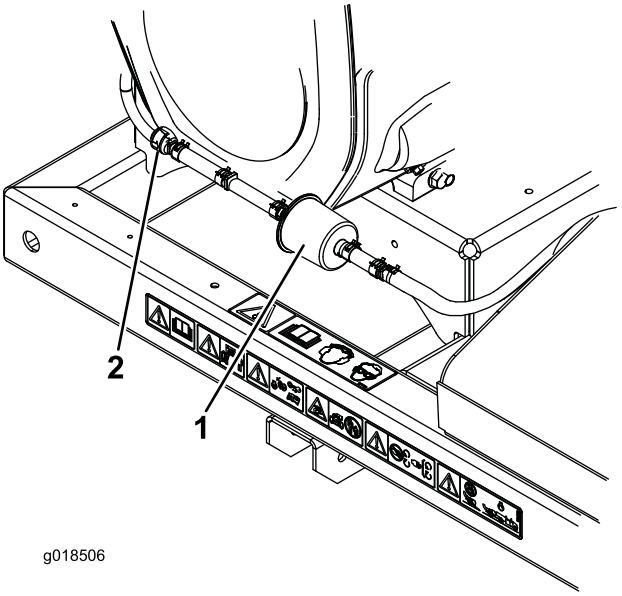

Figur 21
2. Flytt slangeklemmene av fjærtypen på begge sider av tømmelinjefilteret til karbonsylinderen bort fra filteret (Figur 21).
3. Ta ut og kast karbonfilteret (Figur 21).
4. Monter det nye filteret i slangen slik at pilen på filteret peker mot kontrollventilen og fest den med slangeklemmene (Figur 21).